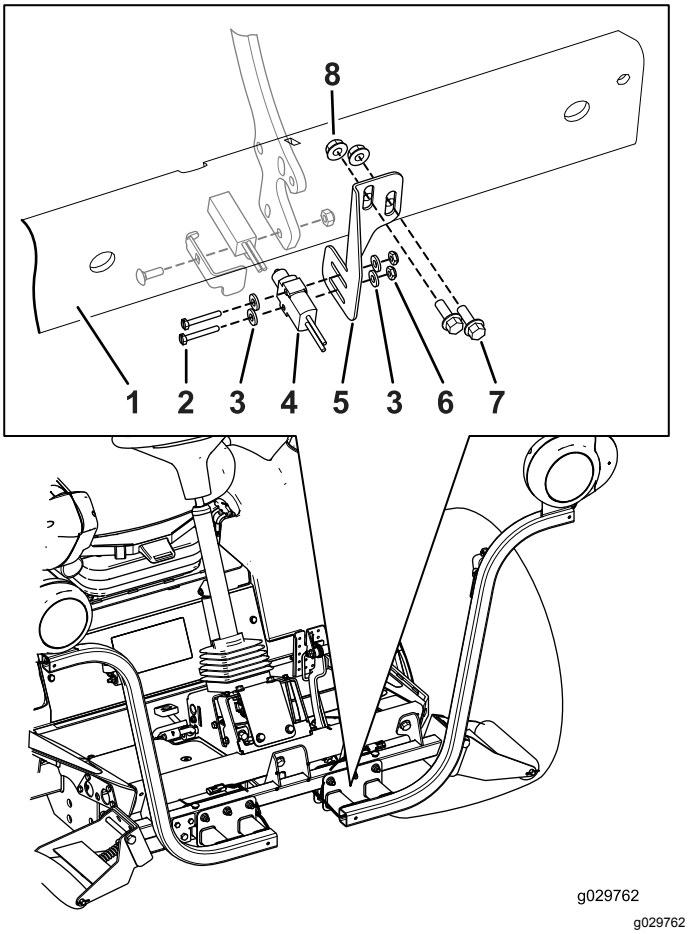

Figur 17
Merk: Du trenger aldri å flytte bremsesensorbraketten opp eller ned for å justere bremsesensoren til bremsesensorplaten (Figur 17).
4. Monter bremsesensoren løst på bremsesensorbraketten med de to gjengede skruene (nr. 6 x 1 tomme), 2 skiver og 2 flensmutre (Figur 17).